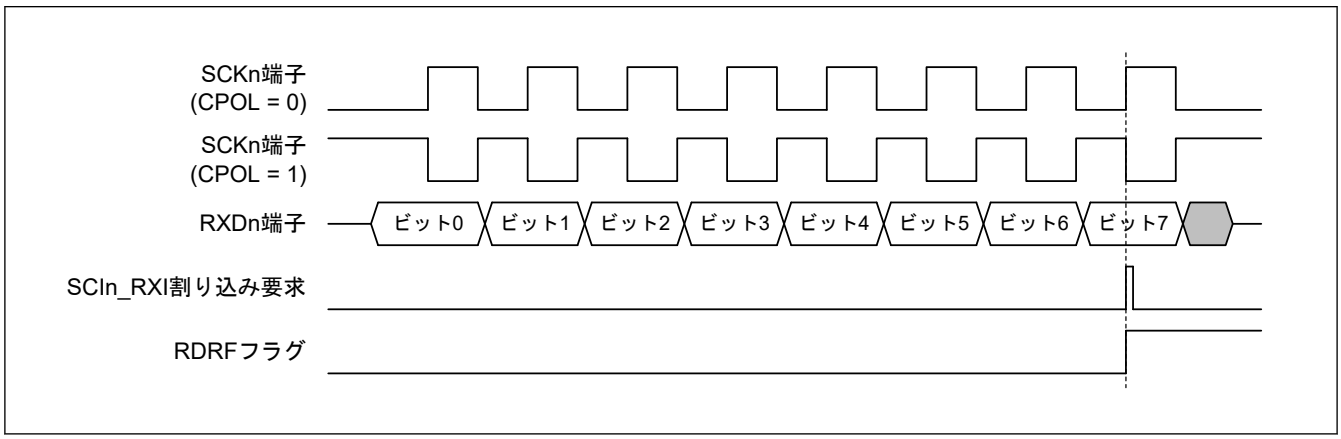

図 30.122　簡易 SPI モードにおける SCIn_RXI 割り込みの発生タイミング（クロック遅れあり）
- クロック遅れあり（CCR3.CPHA ビット = 0）では、図 30.122 に示すように、SCKn 端子の最終クロックエッジ手前のクロックエッジで受信データフル割り込み (SCIn_RXI) が発生します。CCR0 レジスタの TE ビットと RE ビットを SCKn 端子の最終クロックエッジより前に 0 にすると、SCKn 端子出力がハイインピーダンスとなり、送受信クロックの最後のクロックパルス幅が短くなります。また、SCIn_RXI 割り込みの発生によって、SCKn 端子の最終クロックエッジより前に接続先スレーブの SSn 端子入力信号が High になった場合、スレーブが誤動作する可能性があります。